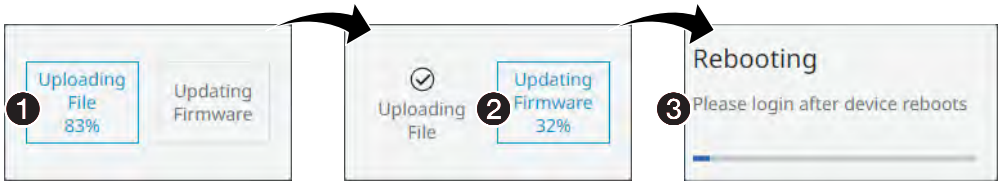

Figure 47. Firmware Upload Progress
5. Click **UPDATE** (❷).
The encoder page displays a sequence that reports the progress as it uploads the file (see figure 47, ❶), updates the firmware (❷), and then reboots (❸).